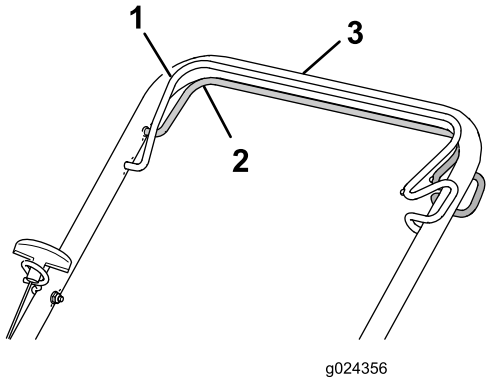

Figuur 16
- **De zelfaandrijving inschakelen:** Hou de zelfaandrijvingsstang tegen de handgreep gedrukt (Figuur 16).